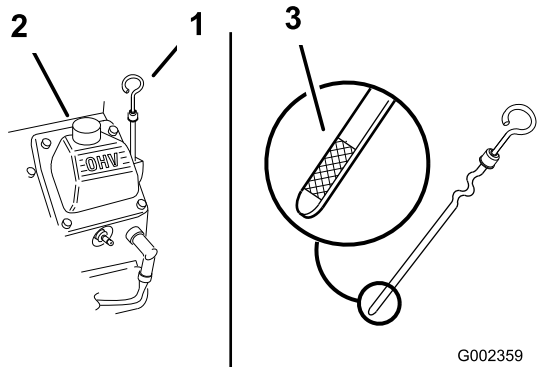

Figuur 21
3. Maak de omgeving van de peilstok (Figuur 21) schoon, zodat er geen vuil in de vulopening kan komen, wat in motorschade kan resulteren.
4. Verwijder de peilstok en veeg het uiteinde schoon (Figuur 21).
5. Peilstok helemaal in de vulbuis schuiven, niet vastdraaien in de buis (Figuur 21).
6. Giet ca. 80 % van de gespecificeerde hoeveelheid olie langzaam in de vulbuis (Figuur 21).